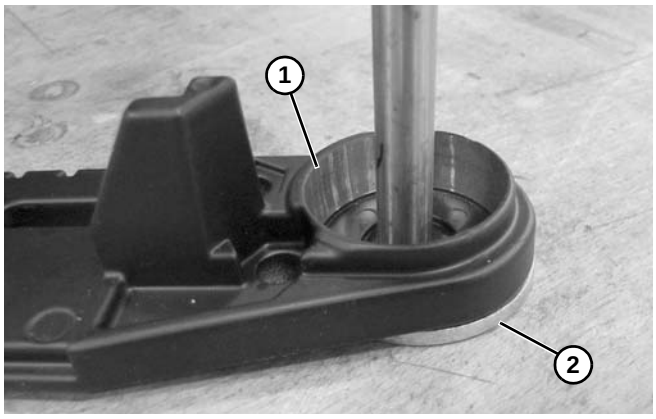

Abbildung 92
2. Endplatte **(Abbildung 92, Teil 1)** mit flacher Seite nach unten über Unterlegscheibe **(Abbildung 92, Teil 2)** oder Aussparung in Arbeitstisch (mit Mindestdurchmesser von 16 mm) stellen.